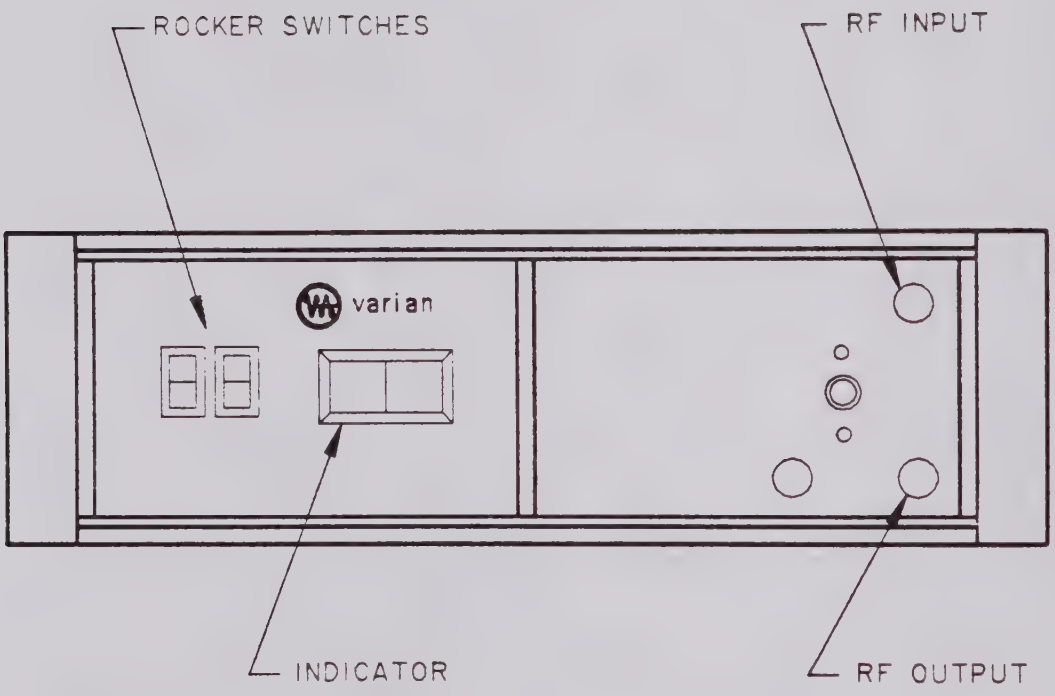

FIGURE 1-1 POWER AMPLIFIER
The Varian "K" series Medium Power Amplifiers (Figure 1-1) are completely self-contained units that provide all necessary power supplies, forced air cooling, RF components, controls, and indicators required to support a variety of TWTs with power capabilities of 10 to 20 Watts continuous wave (CW). Table 1-1 lists the available tube types. The 3-1/2 inch (8.89 cm) high units are designed for bench top operation or slide mounting in a standard 19-inch (48.26 cm) rack cabinet. Standard prime power for the unit is 115 VAC, 50 to 60 Hz.